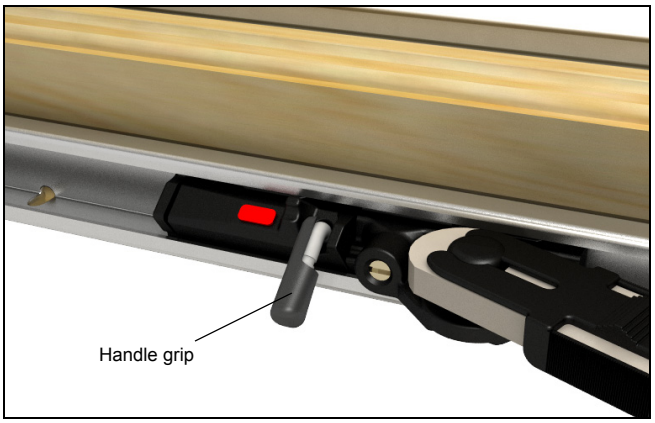

Figure 3
1. Open the sash and rotate the handle grip to the down position; push out on the sash to place the sash in one of the locked positions. Gently push or pull on the sash to verify that the locked open function is operating properly. See figure 3.